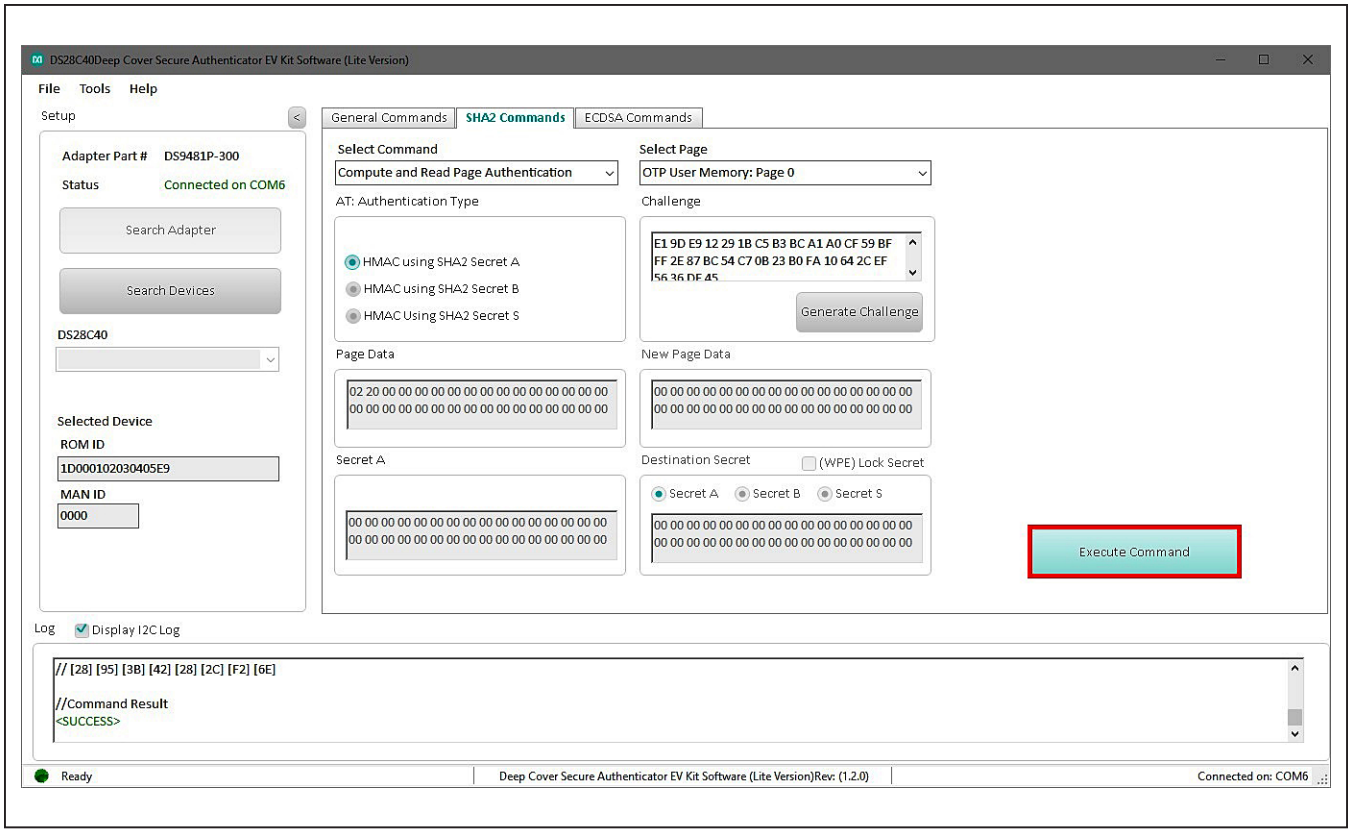

Figure 23. Execute Command
9) Click the **Execute Command** button to run the sequence (Figure 23). The command result is displayed on the **Log** box.